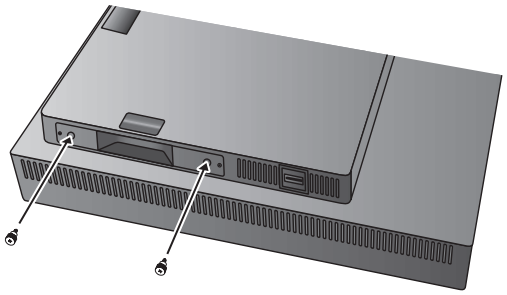

Figure G.1
2. Insérez les vis à oreilles dans les trous adéquats de l’interface DisplayPort (**Figure G.1**).